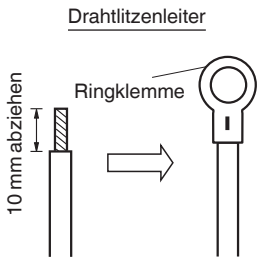
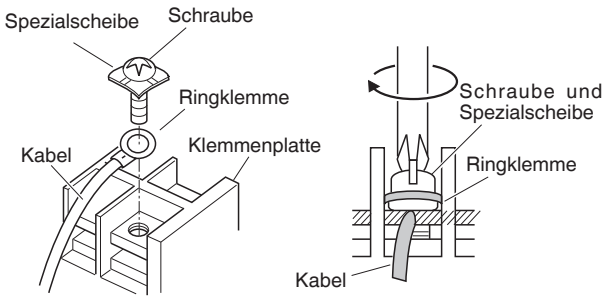

Abb. 4-7
Abb. 4-8
(1) Das Ende des Kabels mit einem Seitenschneider abtrennen, dann die Isolierung abziehen, um ungefähr 10 mm der Litze freizulegen; danach die Enden der Litze verdrillen. (Abb. 4-7)
(2) Unter Verwendung eines Kreuzschlitz-Schraubendrehers die Klemmenschraube(n) von der Klemmenplatte herausdrehen.
(3) Mit Hilfe eines Ringklemmen-Werkzeugs oder einer Klemmenzange die Ringklemme fest an jedem freigelegten Kabelende anbringen.
(4) Die Ringklemme aufschieben, dann die vorher abgenommene Klemmenschraube mit dem Schraubendreher wieder festziehen. (Abb. 4-8)